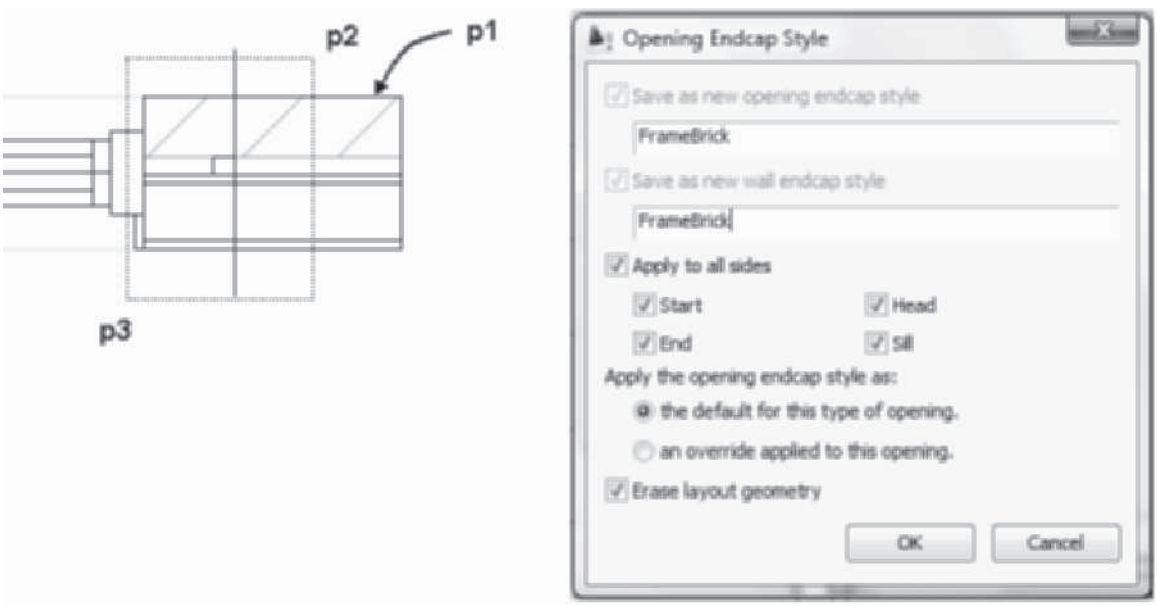

FIGURE 3.55 *Polylines selected for FrameBrick endcap style*
13. Select the wall at p1 as shown in Figure 3.55 and then select Calculate Automatically from the Endcap panel. Respond to the workspace prompts as follows:
Select polylines: (Select a point near p2 making a crossing window to p3 as shown in Figure 3.55.)
(Type FrameBrick in the Save as new opening endcap style and the Save as new wall endcap style field. Select the radio buttons and checkboxes as shown in Figure 3.55.)